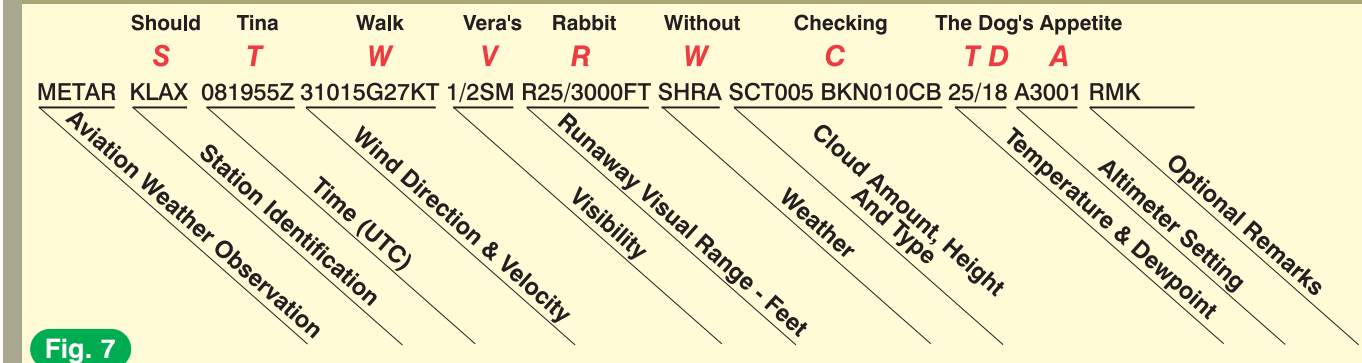

Fig. 7
Interpreting the METAR requires an understanding of the individual sections contained within the report. Figure 7 is a breakdown of these sections. Let's take a closer look at each one.
Station–The letter S in Figure 7 represents the first section of the METAR. It is a four-letter/number designation
Time–The letter T in Figure 7 is the date and time the weather observation was made. For instance, at KLAX, the observation was taken on the 8th day of the month at 1955 Zulu (also referred to as UTC or Coordinated Universal Time). Weather reports are always given in Zulu time. This is the time in Greenwich, England and not the time certain African tribes use. Using UTC calibrates all the weather reports to one time zone. All you need do is convert from UTC to your local time zone when interpreting weather reports.
Wind–The letter W in Figure 7 identifies the wind direction, velocity, and any gusts. The first three digits represent the wind direction in degrees, relative to *true north* (wind is reported relative to *magnetic north* in computer-generated voice messages from ATIS, ASOS and AWOS broadcasts and when given by controllers). The next two digits are the wind velocity in knots (identified by the letters KT). The G followed by a number represents the wind gust in knots. For instance, a wind report of 31015G27KT indicates that the wind is 310 degrees at 15 knots with gusts to 27 knots. Gusts are reported when a 10 knot fluctuation occurs between the wind's peaks and lulls. A calm wind is reported as 00000KT (five zeros doesn't mean that the machine that generates the wind at the airport is broken, either). The letters *VRB* may be used if the wind speed is 5 knots or less. If the wind's direction varies by 60 degrees or more and the speed is greater than 6 knots, then variable wind direction values follow the reported wind. For instance, a 280V350 following the wind report indicates that the winds are 280 degrees variable to 350 degrees. The two extremes in direction will be included in clockwise order.
Visibility–The letter V in Figure 7 stands for visibility. Surface visibility is measured in statute miles and fractions thereof. A space divides whole miles and fractions and the letters SM follow the visibility to indicate statute miles. In Figure 7, the reported surface visibility is 1/2 mile. If you fly internationally, you should be aware that the U.S. is an exception in reporting prevailing visibility as the greatest visibility equalled or exceeded throughout at least one-half of the horizon circle, but not necessarily contiguous. (Be advised that this can mean sections of the circle equaling one-half or more of the circle. In other words, these sections don't have to be touching each other.) Significant differences in any sector from the prevailing visibility or a differing tower visibility will be stated in the remarks (RMK) section of the METAR.
Runway Visual Range–The letter R in Figure 7 stands for runway visual range (RVR). RVR is an electronically measured value used to determine the distance (in hundreds of feet) down a runway that a pilot can see high intensity runway lights (see page 12-6). This value is important to all instrument pilots. Figure 7 shows the RVR along Runway 25 (R25) is 3,000 feet. An M or P prefix before the RVR indicates its value is below the minimum value measurable or above the maximum value measurable by the system (respectively). The numbers following the slash indicate the RVR in feet (FT).
Weather–The letter W in Figure 7 represents the weather phenomena presently found at the airport. Figure 8 lists the weather codes used in reporting the weather phenomena. These codes contain five columns. The first two columns contain qualifiers (intensity or proximity and a descriptor of the weather). The last three columns contain the actual weather phenomena, such as precipitation, obscuration, etc. Up to three separate groups of weather phenomena may be included in the report; the most dominant weather is reported first. Various forms of precipitation—rain, snow, hail—reaching the surface are combined into a single group.
In Figure 7, the letters SHRA represent showers (SH) and rain (RA). This is spoken as *moderate rain showers*. If it were light rain showers it would be abbreviated as –SHRA.
Clouds–Now to cloud the picture. The letter C in Figure 7 represents the cloud coverage, height, and type.
In Figure 7, the METAR indicates the presence of a scattered layer of clouds at 500 feet, a broken layer of clouds at 1,000 feet (the ceiling), and CB's (cumulonimbus clouds) are present.
Temperature/Dewpoint–The letters T and D in Figure 7 represent the reported temperature and dewpoint in degrees Celsius. This is reported to the nearest whole degree using two digits (e.g., 6 degrees C is reported as 06). Sub-zero values are prefixed with an *M* (e.g., 03/M02). In Figure 7, the temperature is 25 degrees C and the dewpoint is 18 degrees C.
Altimeter–Hi! Or in this case, high. The letter *A* in Figure 7 represents the altimeter setting for that location. Without this, you could be accused of having a bad altitude. The altimeter setting is always prefixed with an A, indicating the altimeter setting in inches of mercury. All four digits of the pressure are listed. Simply insert a decimal after the second digit (or before the third digit—your choice). In Figure 7, the altimeter setting is 30.01 inches of Hg.